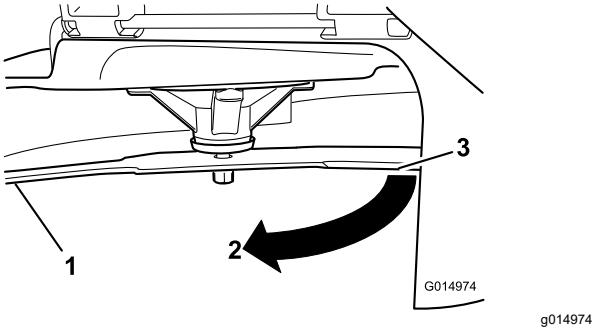

**Figur 76**
3. Målt avstand mellom blad og overflate (A)
4. Roter den samme kniven 180 grader så den motsatte kniveggen nå er i samme stilling (Figur 76).